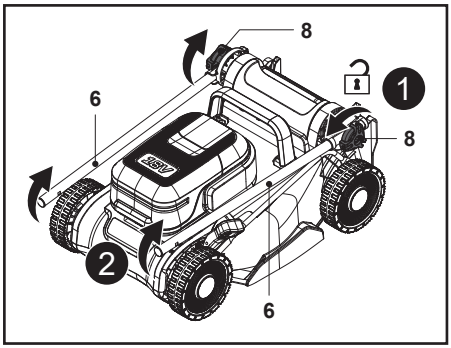

Fig. 1
2. Loosen the locking knob (8) counterclockwise, but do not remove it, then unfold the lower handle bar (6) (Fig. 1, steps 1, 2).